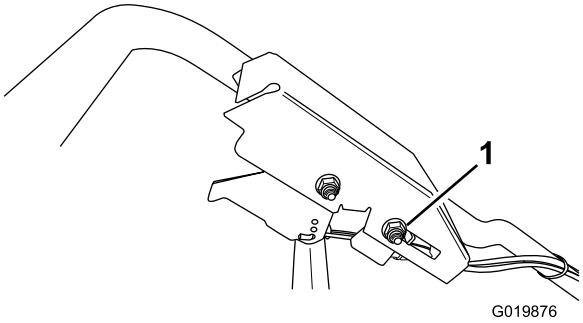

Рисунок 38
2. Ослабьте гайку держателя троса (Рисунок 38).